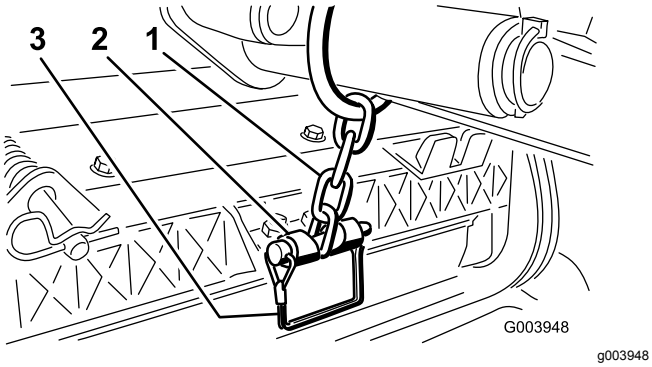

Figur 13
12. Fäst lyftarmens kedja på kedjefästet med låsstiftet (Figur 13).